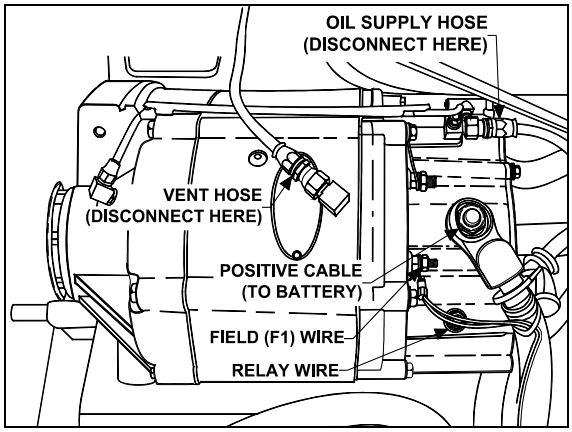
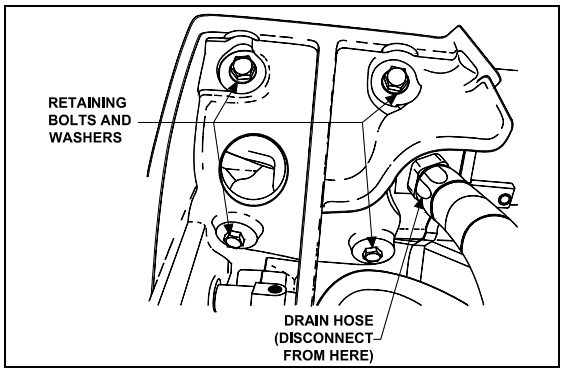

FIGURE 38: ALTERNATOR (HOSES AND WIRES) 06341
FIGURE 39: ALTERNATOR RETAINING BOLTS AND WASHERS 06350
4. Scratch off protective sealer from electrical connections (relay, field and positive terminals). Refer to figure 38.
5. Disconnect wire #25 from the relay terminal, wire #107 from the field “F1” terminal and disconnect battery cable from the positive “+” terminal on the diode end cover. Tag wires removed to ease identification at time of installation. Refer to figure 38.
6. Disconnect oil supply line and vent hose from top of alternator (Fig. 38) and tape lines to prevent entry of foreign matter. Disconnect oil drain hose from bottom of alternator (Fig. 39) and tape line to prevent entry of foreign matter.
7. Remove the four bolts and lock washer retaining alternator (refer to fig. 39).